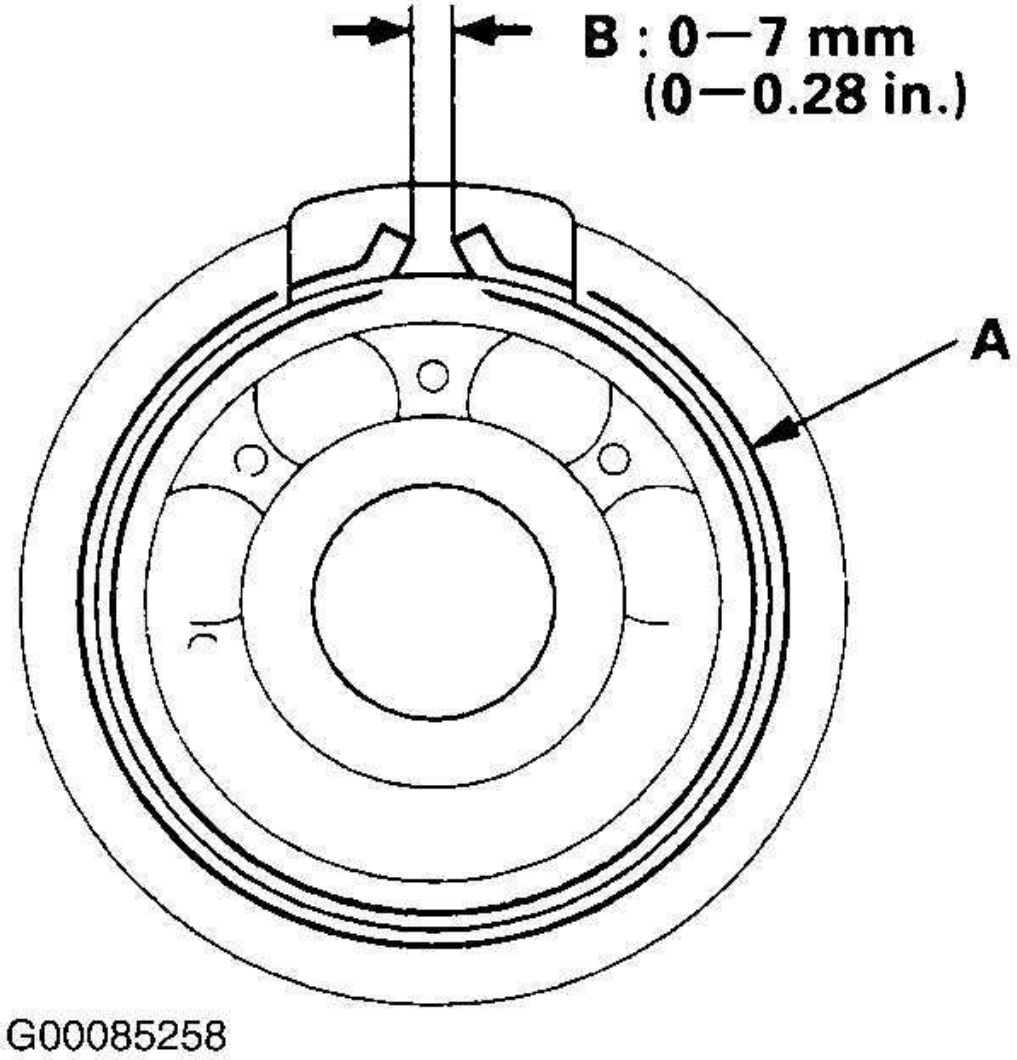

Fig. 14: Measuring Snap Ring Gap
- The snap rings (A) are seated in the bearing and housing grooves.
- The ring end gaps (B) are correct. See **Fig. 14** .